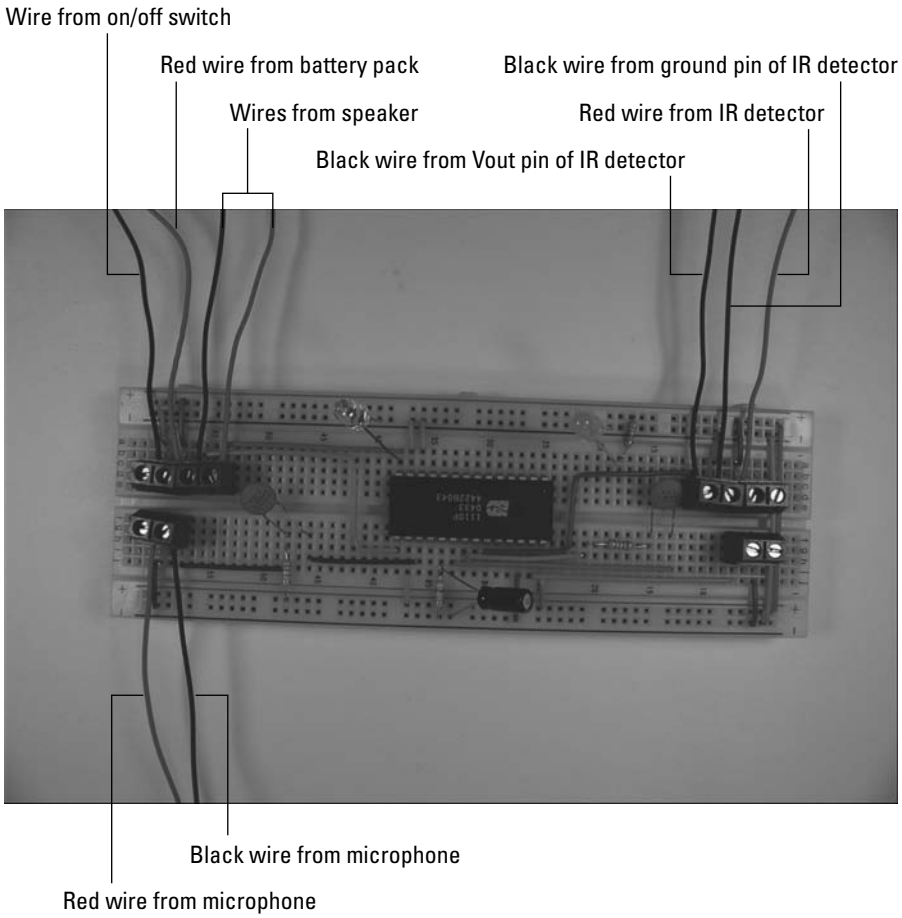

Figure 9-26: Attach wires to terminal blocks.
11. **Attach the wires from the battery pack snap connector, on/off switch, IR detector, microphone, and speaker to the terminal blocks, as shown in Figure 9-26.**